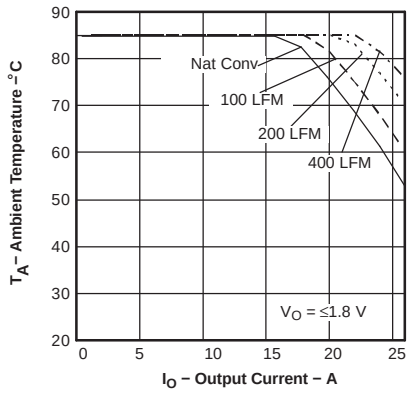

Figure 9.
(2) SOA curves represent the conditions at which internal components are at or below the manufacturer's maximum operating temperatures. Derating limits apply to modules soldered directly to a 4 in. × 4 in. double-sided PCB with 1 oz. copper. For surface mount products (AS and AZ suffix), multiple vias (plated through holes) are required to add thermal paths around the power pins. Please refer to the mechanical specification for more information. Applies to Figure 9.